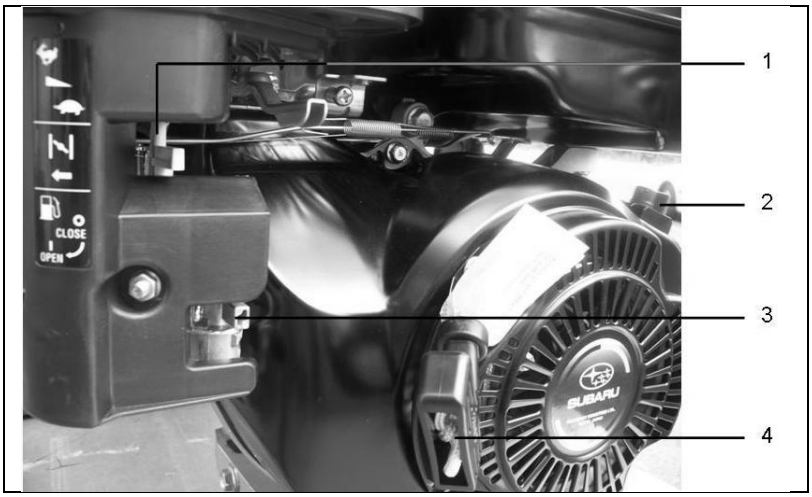

Abb. 4-1: Motor starten
1. Kraftstoffhahn *(Abb. 4-1-(3))* in Pos. „OPEN“ stellen.
2. Choke *(Abb. 4-1-(1))* in Pfeilrichtung nach links bringen.
3. ON-OFF-Schalter *(Abb. 4-1-(2))* nach rechts in Position „ON“ drehen.
4. Den Motor durch kräftiges Ziehen am Reversierstarter *(Abb. 4-1-(4))* starten.
5. Den Choke *(Abb. 4-1-(1))* nach rechts entgegen der Pfeilrichtung bringen.
3. ON-OFF-Schalter *(Abb. 4-1-(2))* nach links in Position „OFF“ drehen.